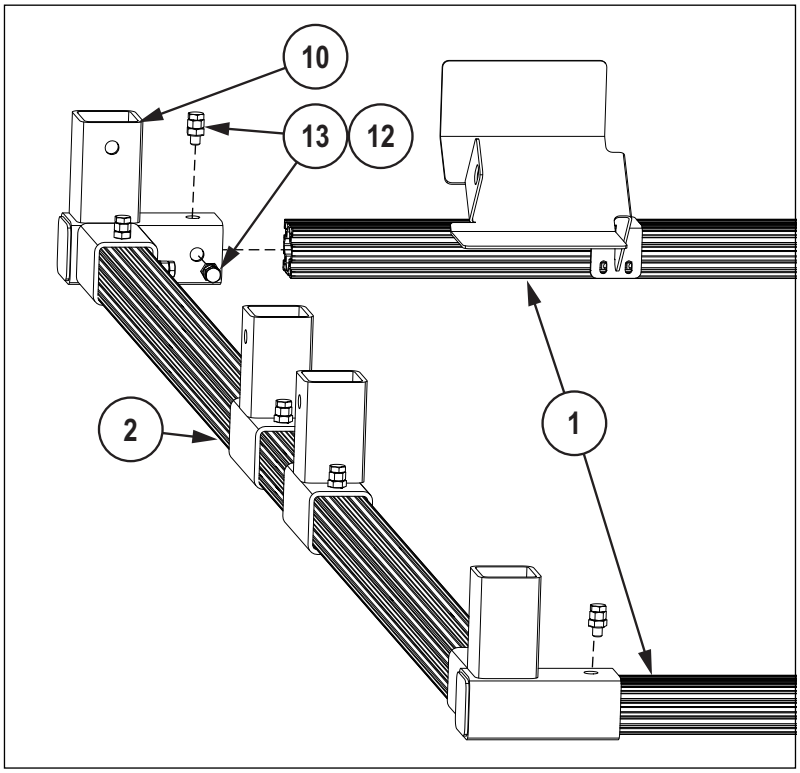

Figura 3-6. Instalación del bastidor lateral de montaje en T
2. Coloque las barras largas (1) hacia abajo.
3. Fije una barra larga a cada conector de tres vías (10) como en la Figura 3-6.